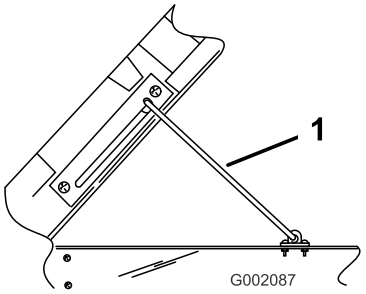

Figuur 15
2. Zet de steunstang in de borgsleuf om de laadbak vast te zetten (Figuur 15).